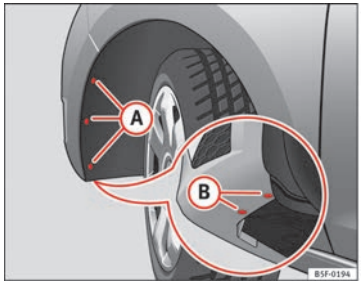

Fig. 148 Fog light: access to the connector and to the light bulb holder
– Remove the 3 screws (A) ⇒ Fig. 148 from the inside of the wheel housing and the 2 bottom screws (B) ⇒ Fig. 148 from the bumper using a screwdriver.